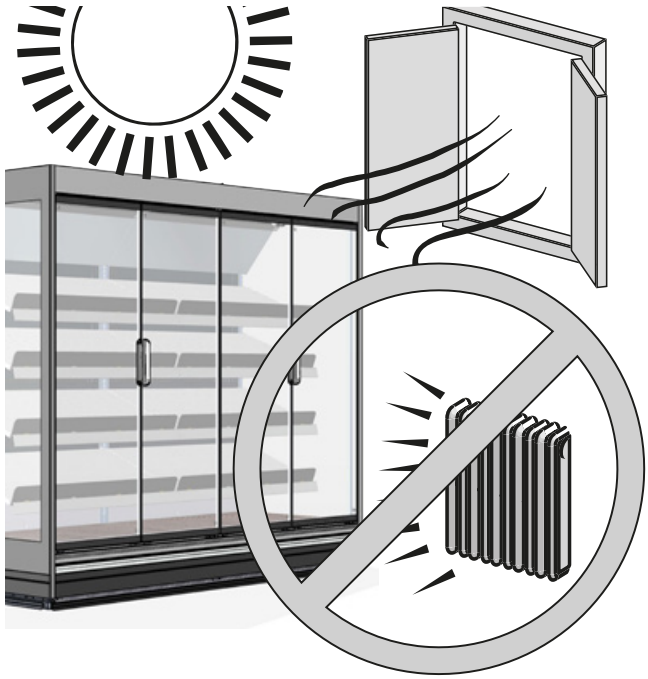

Fig. 8
- Lejos de fuentes de calor, luz solar directa, puertas, ventanas, ventiladores y rejillas de ventilación ("Fig. 8").